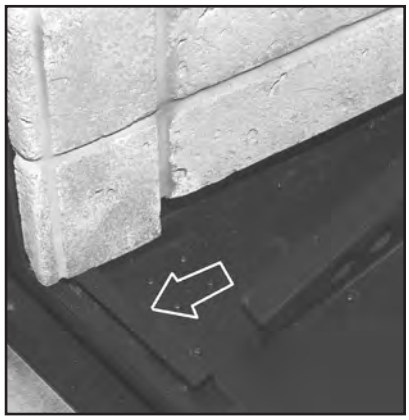

Figure 63: Left Firebox Liner Panel on Front Edge of Firebox.
3. Install the Left Firebox Liner Panel; it sits on the bottom front edge of the firebox (see Figure 63 & 64), a support bracket at the lower rear of the firebox, and is held in by a retainer at the top of the firebox. Adjust the panel retainers as required.